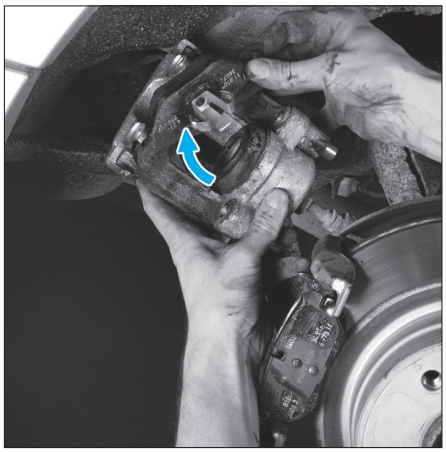

Fig. 13
• Retirer la plaquette extérieure **(Fig.13)**.